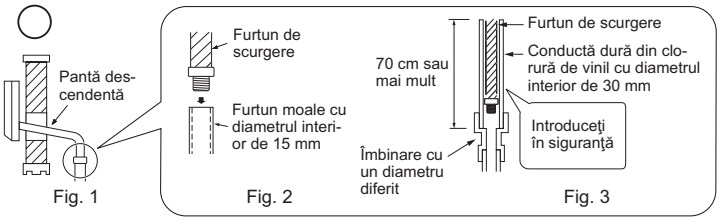

Fig. 1 Fig. 2 Fig. 3
- Furtunul de evacuare trebuie să fie orientat în jos, pentru a facilita scurgerea lichidelor. (Fig. 1)